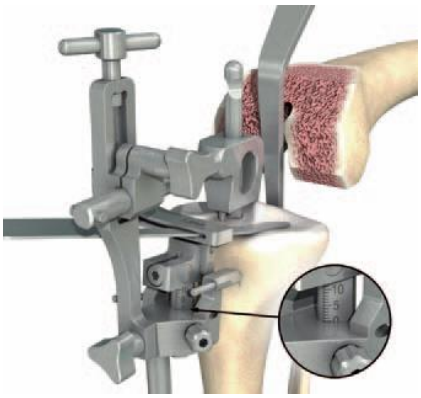

рис. 20
2.2 Сборка и установка интрамедуллярной центрующей тибиальной системы (рис. 20)